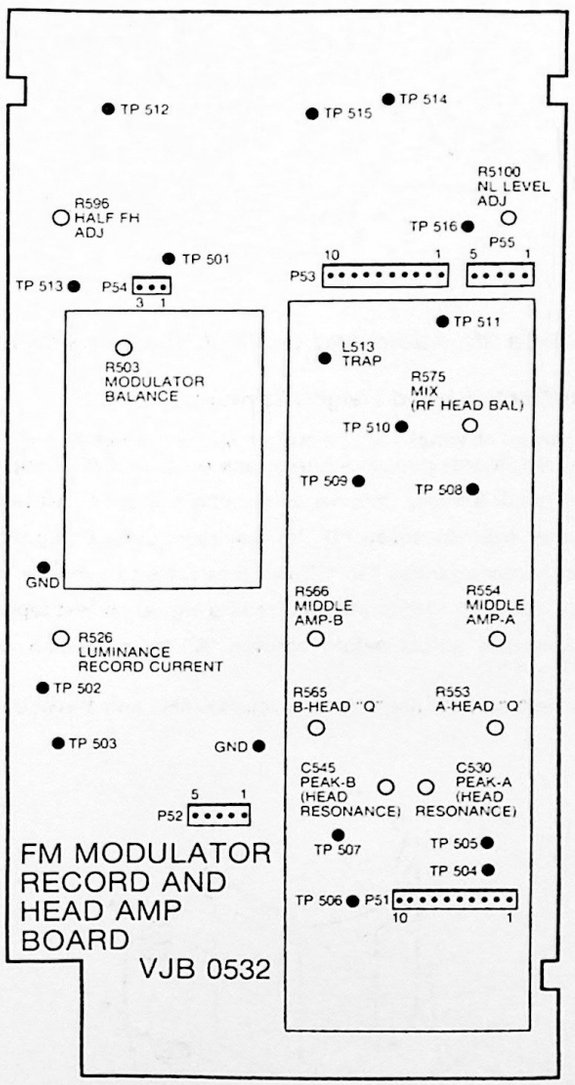

Figure 32. FM Modulator Record and Head Amp Board
2. Connect scope channel-2 (20 mV/div.) to TP 511 (Figure 32).
1. Connect Channel-1 scope probe (2V/div.; 5ms/div.) to TP 510 (FM Modulator Record and Head Amp Circuit Board, Figure 32).
4. Adjust guide posts down (CW) until bottom edge of tape slightly bows away from cylinder guide.
Preliminary: Connect Channel-1 scope probe (2V/div.; 5ms/div.) to TP 510 (FM Modulator Record and Head Amp Circuit Board, Figure 32).
1. Connect channel-1 scope lead (.1V/div.) to TP 511 (FM Modulator Record and Head Amp Board, Figure 32).